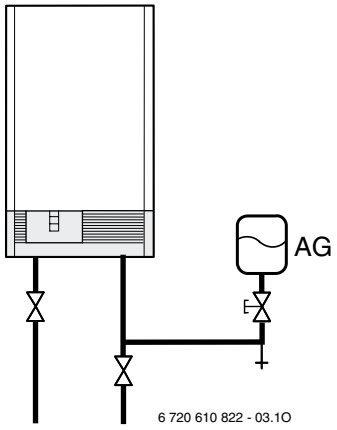

Afb. 10
- Een expansievat monteren volgens DIN 4807(zie afb. 10).